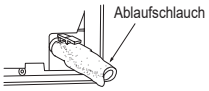
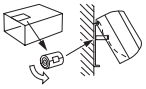

Abb. 4
Abb. 5
5) Führen Sie den Ablaufschlauch in die Ablassmulde hinten rechts an dem Innengerät ein. (Abb. 4)
6) Führen Sie den Ablaufschlauch durch die Wanddurchbruchhülse (C) und haken Sie den oberen Teil des Innengerätes an der Montagetraverse (1) ein. Bewegen Sie das Innengerät dann vollständig nach links, damit Sie die Verrohrung einfacher an der Rückseite des Geräts anbringen können.
7) Schneiden Sie ein Stück Karton aus der Versandverpackung, rollen Sie dieses und haken Sie es an der Rückseite fest. Verwenden Sie die Kartonrolle als Abstandshalter beim Heben des Innengeräts. (Abb. 5)
8) Verbinden Sie die Kältemittelleitung mit dem Verlängerungsrohr (B).
9) Schieben Sie den unteren Teil des Innengerätes in die Montagetraverse (1).